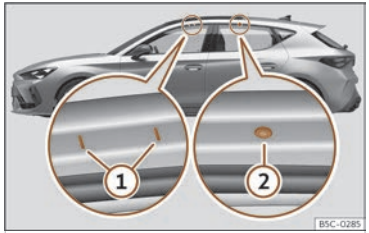

Fig. 207 Points de fixation des barres transversales pour la galerie porte-bagages du toit (Leon).
Valable pour Leon : Les points de fixation avant et arrière ① et ② sont visibles uniquement lorsque les portes sont ouvertes ››› **fig. 207**.